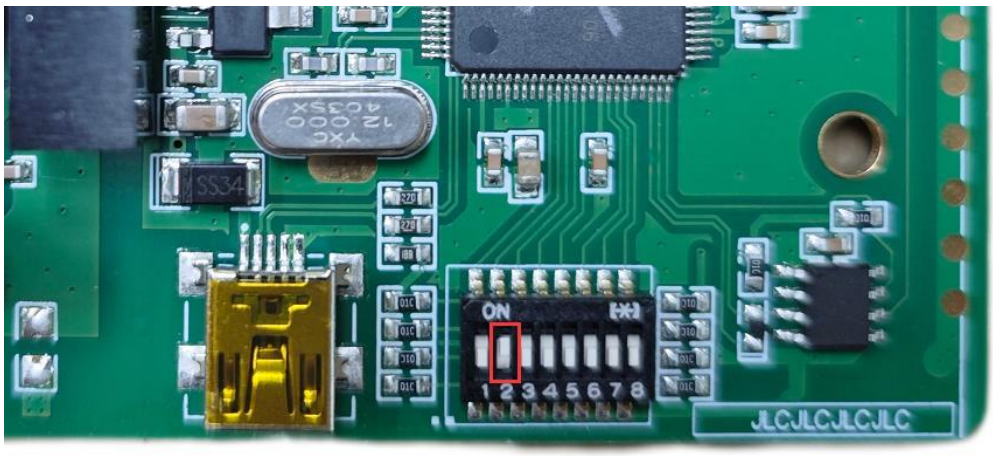

Figure 4.2 GCAN-204 DIP switch position
2) Locate the DIP switch shown in Figure 4.2, set switch No. 2 to the ON position, then power the module on again to enter configuration mode.